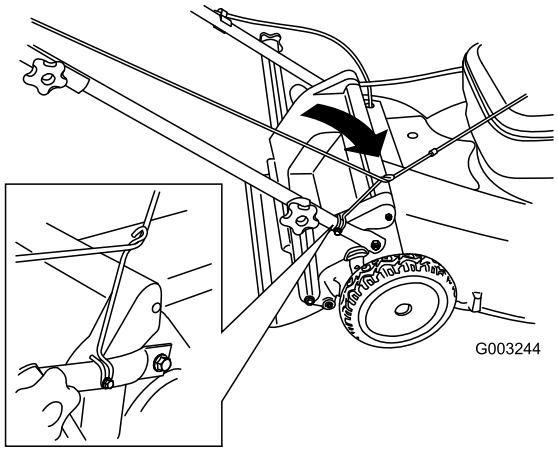

Figuur 23
3. Laat het startkoord rond de onderste koordgeleider lopen (Figuur 23).